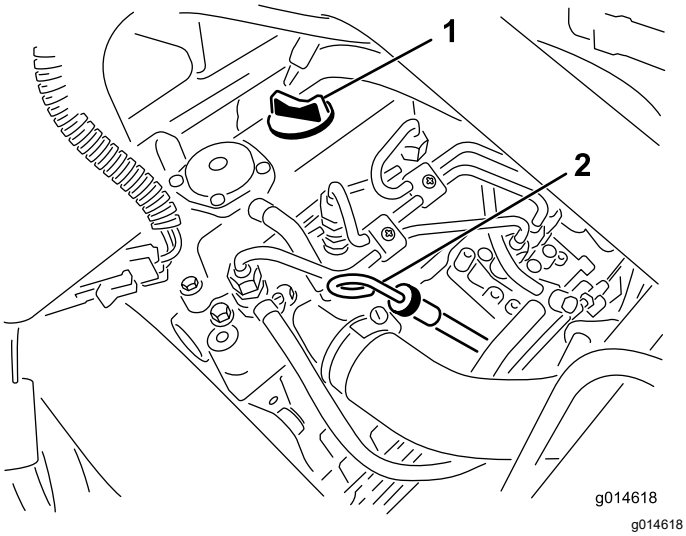

Figura 31
2. Retire la varilla y límpiela con un paño limpio (Figura 31).